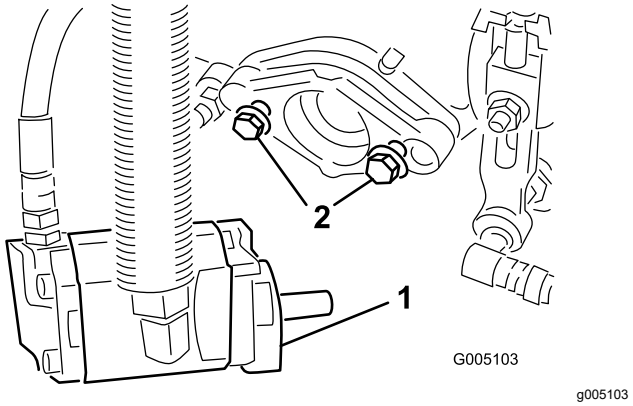

Figura 9
6. Asegúrese de que quedan aproximadamente 13 mm de rosca a la vista en cada perno de montaje del motor del molinete (Figura 9).
9. Apriete los pernos de montaje (Figura 9).